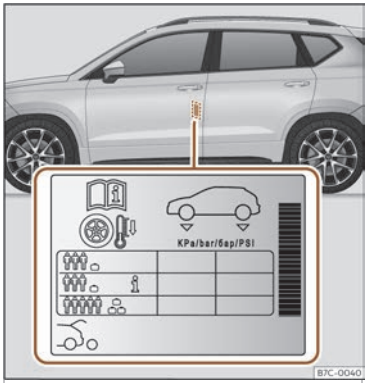

Fig. 207 Localización do adhesivo da presión de inflamento dos pneumáticos.
- Adapte a presión dos pneumáticos á carga que leva o vehículo››› **fig. 207**.
Os valores da presión de inflamento están indicados na etiqueta adhesiva situada na parte posterior do marco da porta dianteira esquerda››› **fig. 207**.
En función do vehículo, a presión de inflamento dos pneumáticos pódese adaptar a media carga para aumentar o confort de marcha (presión de inflamento i››› **fig. 207**). Cando se circula coa presión de inflamento de confort, o consumo de combustible pode aumentar lixeiramente.
ir cargado ao máximo, debe aumentar a presión de inflamento ao valor máximo de carga indicado na etiqueta adhesiva››› fig. 207.
No caso dunha roda de emerxencia minimizada (125/70 R18), inflar ata 4,2 bar de presión segundo se indica na etiqueta de presión dos pneumáticos››› fig. 207.
- **O condutor é responsable de que todos os pneumáticos do vehículo estean inflados á presión correcta. A presión de inflamento recomendada vén indicada nun adhesivo ››› fig. 207.**
- **Cos pneumáticos en frío, deberase manter sempre a presión indicada no adhesivo ››› fig. 207.**